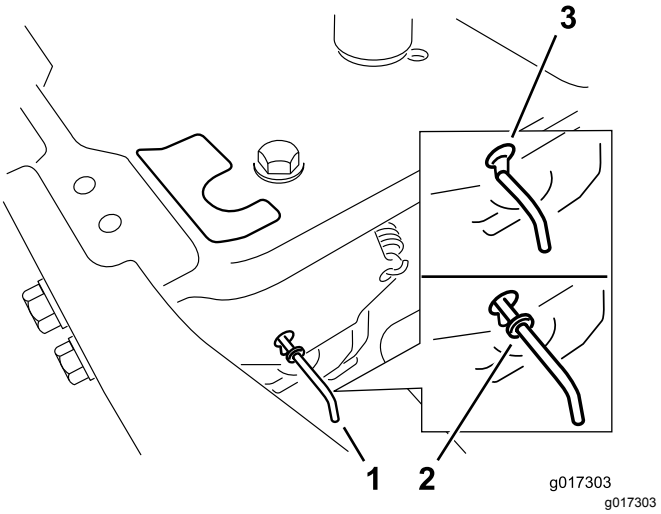

Figuur 22
4. Zet de omloophendels naar voren door het "sleutelgat" en dan naar beneden om ze vast te zetten (Figuur 22).
Zet de omloophendels naar achteren door het spiegat en dan naar beneden om ze vast te zetten zoals wordt getoond in Figuur 22.